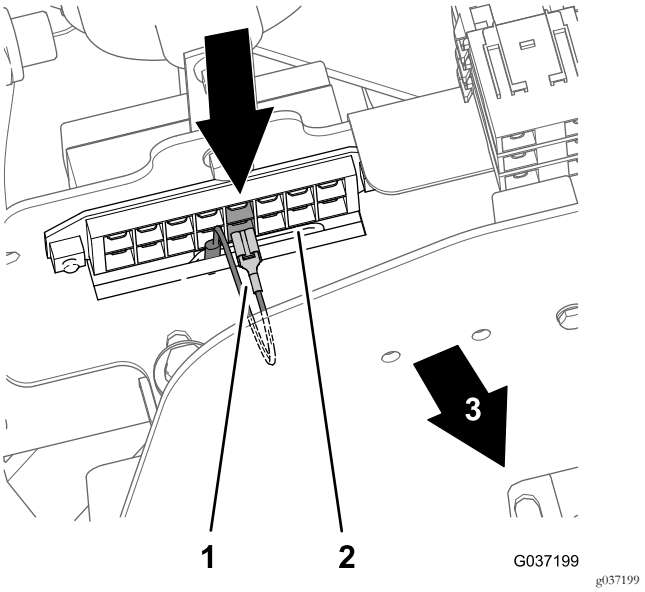

Figure 34
- Model 30651—5th fuse position from the left (Figure 34)